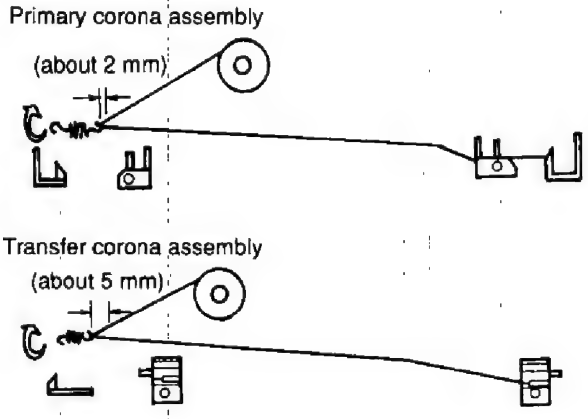

Figure 4-65
5) Hook the loop of the corona wire as shown in Figure 4-65, and lead the wire along the V-groove of the height adjusting roll.